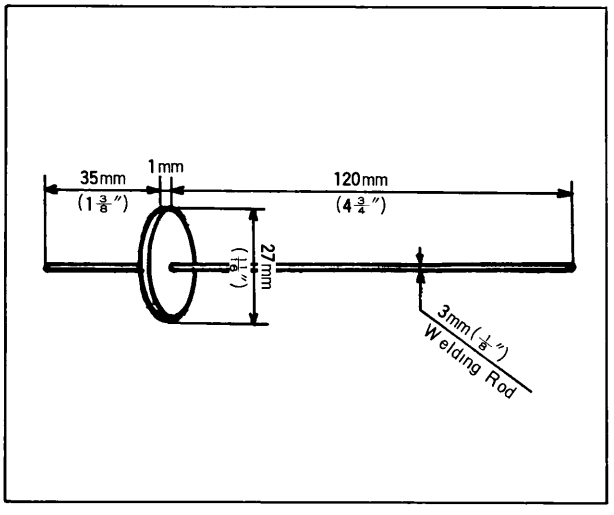

Fig. 10A–2 Stick
2. To minimize aeration and forming, install a stick (Fig. 10A–2) in the reservoir with the short end down into the fluid return port on the bottom of the reservoir.